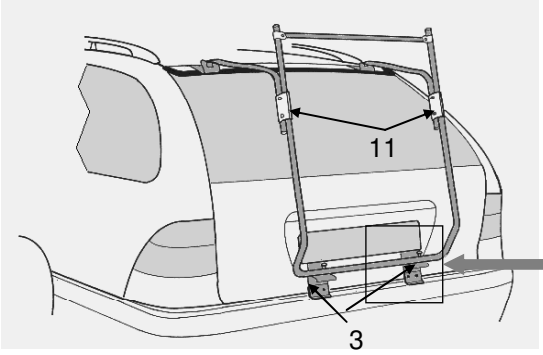

Abb. 4.2.
4. Befestigen Sie die Gummiformteile **(24)** an den unteren Montageelementen. Bei einigen Montageelementen wurden bereits werkseitig Lackschutzfolien eingeklebt, die keinesfalls entfernt werden dürfen (die Form kann von den abgebildeten Winkeln abweichen). Öffnen Sie die Heckklappe leicht, schieben Sie die obere Platte hinter das Kennzeichen siehe Abb. 4.2. Richten Sie die unteren Montageelemente (**3**) so aus, daß die Vierkantstanzungen der unteren Montageelemente (**3**) genau unter den Bohrungen des Trägerrohres liegen.